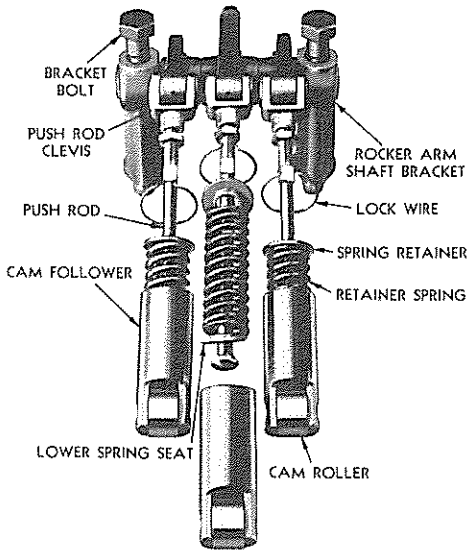

FIG. 24
a. See that the spring seats, push rods, and retainer springs are set down into the hollow followers as shown in Fig. 24. Then with the lock wires in place in the cylinder head, slide the follower assemblies into the cylinder head. When installing the followers, see that the oil holes in the lower end of the followers point away from the valves, so that the holes are not covered with the follower guides.